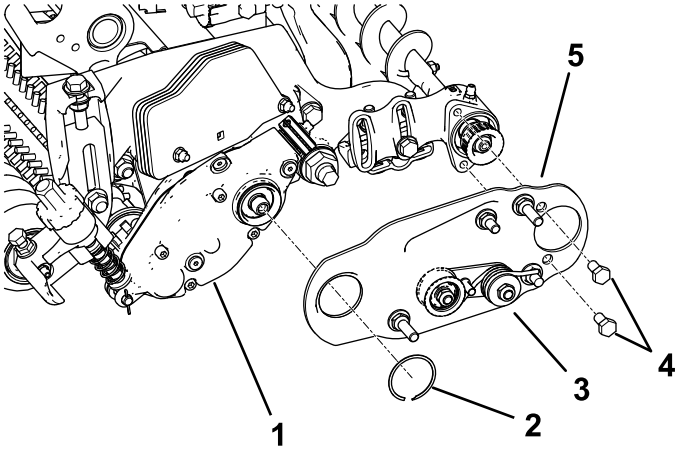

Figure 12
3. Posez la plaque de pivot de la brosse de rouleau gauche ou droite (Figure 12).
Remarque: Vérifiez que la poulie de tension est montée en bas, comme montré à la Figure 12.
4. Appliquez du frein-filet bleu sur les 2 boulons (5/16" x ½") et fixez la plaque de brosse au logement de roulement de la brosse à l'aide de ces boulons (Figure 12).
5. Fixez la plaque de brosse au carter de brosse avec le circlip (Figure 12).